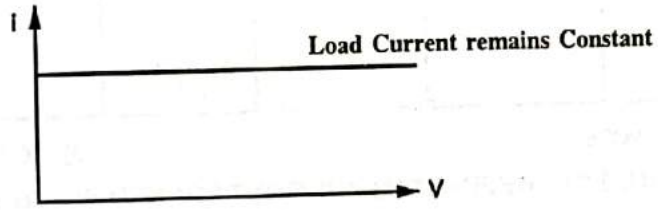

**FIG. 1.72 : I-V CHARACTERISTICS OF AN IDEAL CURRENT SOURCE**
- I-V charactcristics for an ideal current source is shown in Fig. 1.72